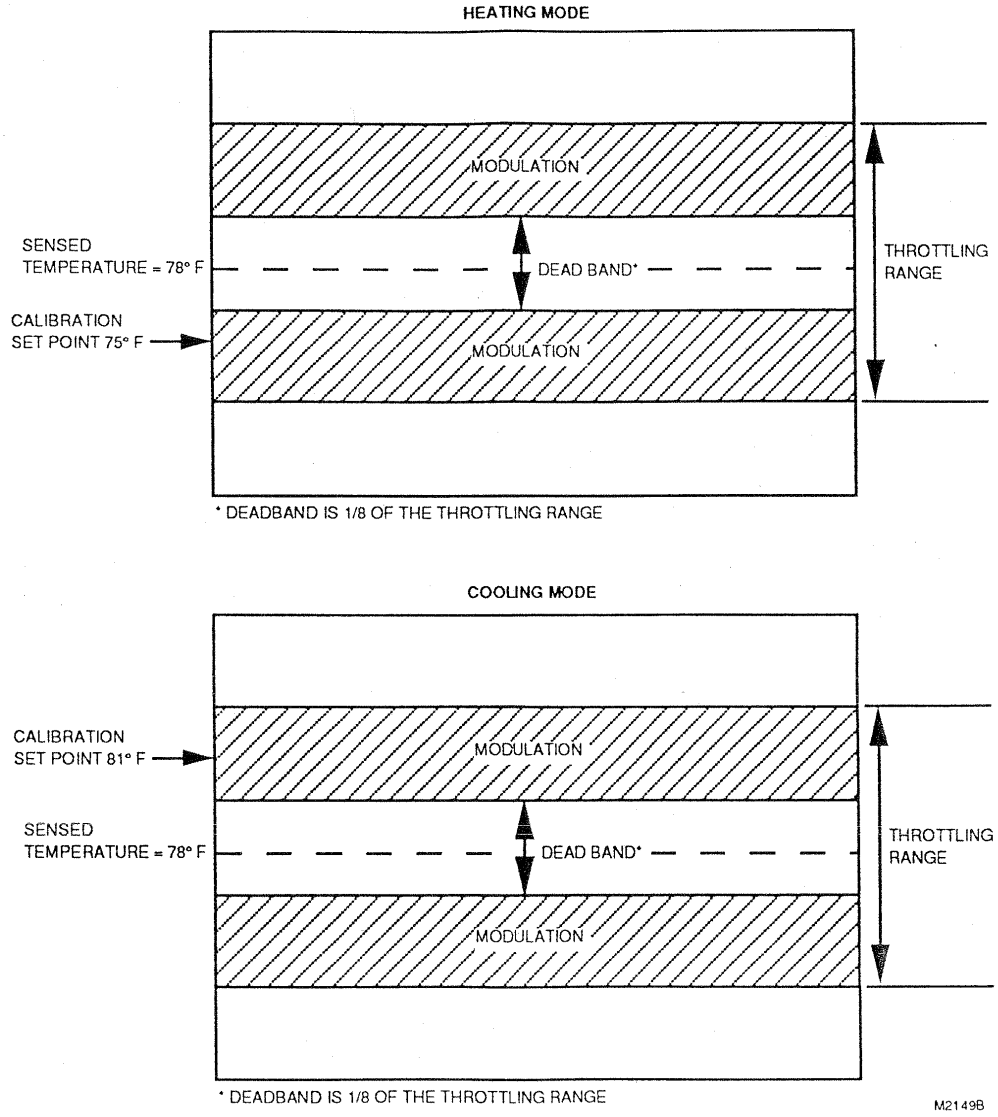

FIG. 6—EXPLANATION OF CALIBRATION SET POINTS FOR HEATING AND COOLING MODES.
8. Determine the operating mode for stage 1 (Heat or Cool). Chose the appropriate example to follow below. Calculate the set points to be used for calibrating the device in column "B" following the example in column "A". See Fig. 6 for illustration.
See Fig. 6 for explanation.